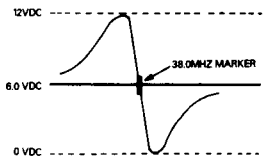

Figure 5
(1) After finishing PIF adjustment, move input terminal of Scope to the pin 16 of IC110.
(2) Adjust the Gain Control Knob to be proper.
(3) Adjust L117 so that the scope waveform should be as shown in figure 5.